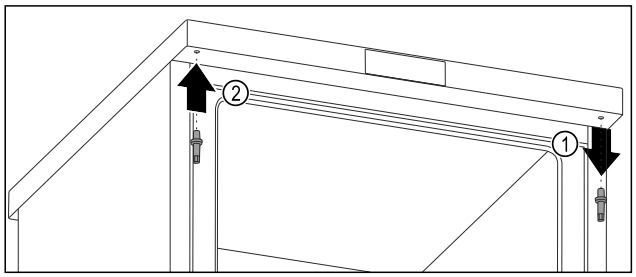

Fig. 14
▶ Skru ut den øvre bolten med utvendig sekskantnøkkel. *Fig. 14 (1)*
▶ Skru fast bolten med utvendig sekskantnøkkel på motsatt side. *Fig. 14 (2)*